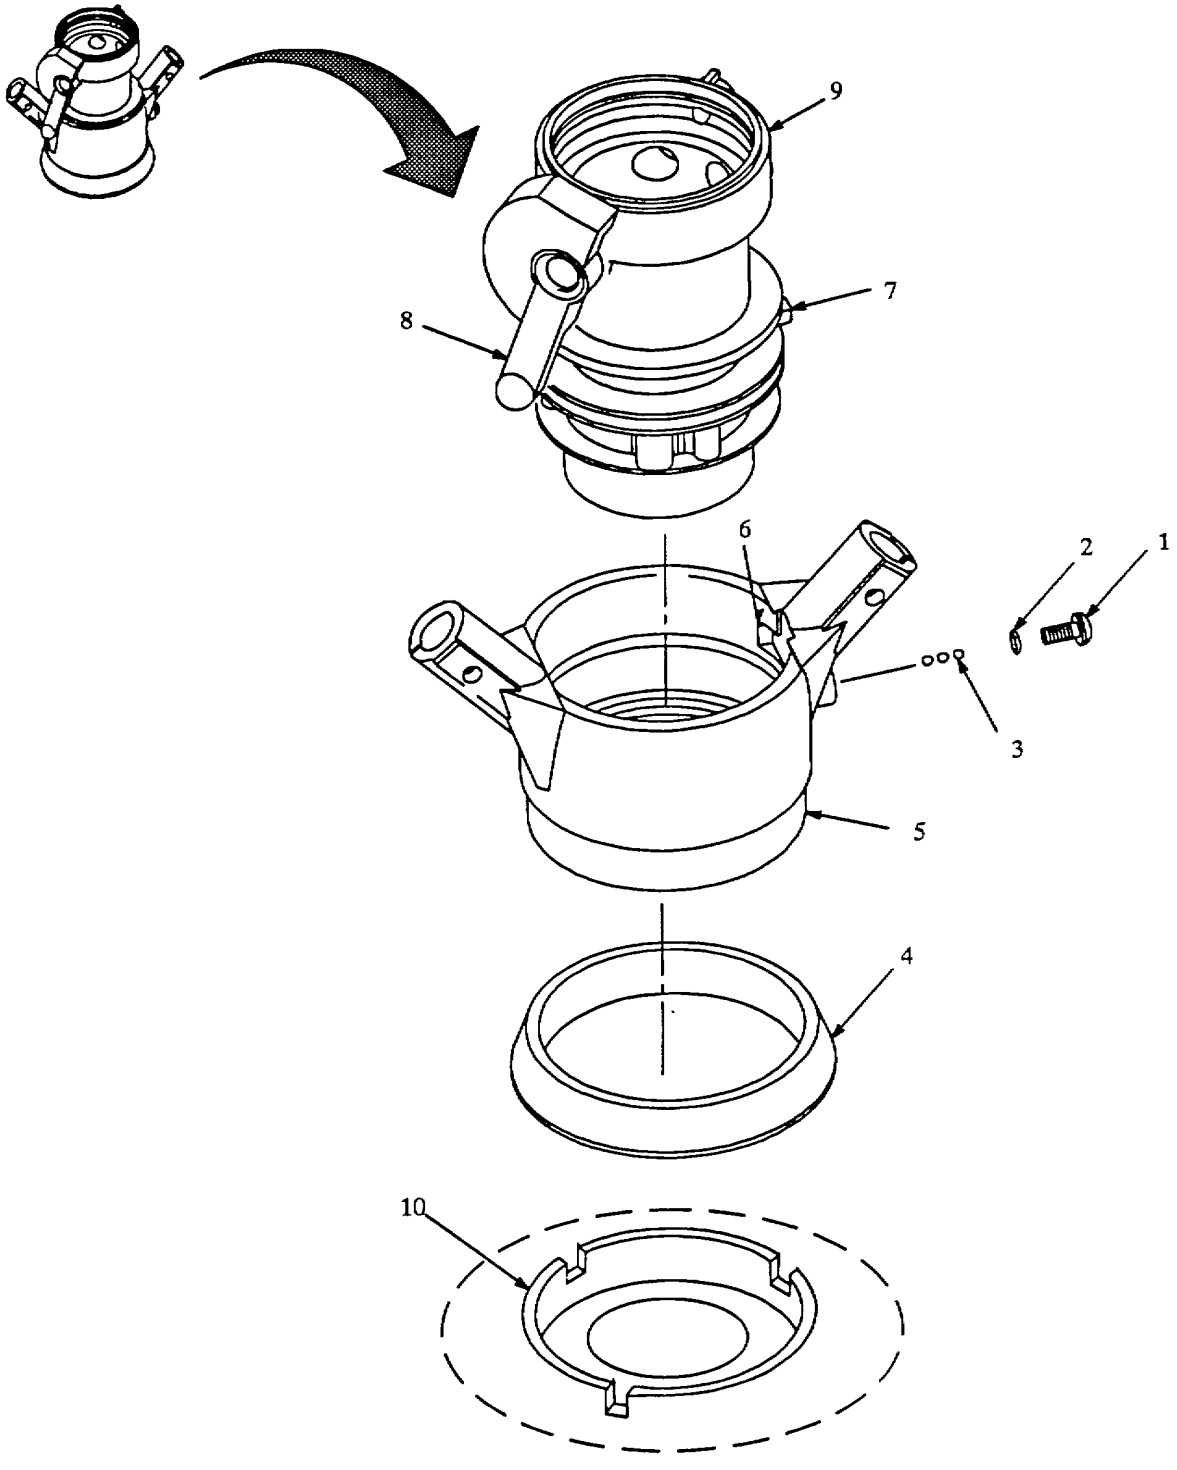

Figure 5-5. Nozzle Body and Collar Disassembly.
(1) Remove screw (1, figure 5-5) and attached preformed packing (2) from collar (5).
(1) Inspect collar (5, figure 5-5) for cracks, corrosion and worn adapter mating surfaces.
(27) Set lever (8, figure 5-5) to CLOSE position.